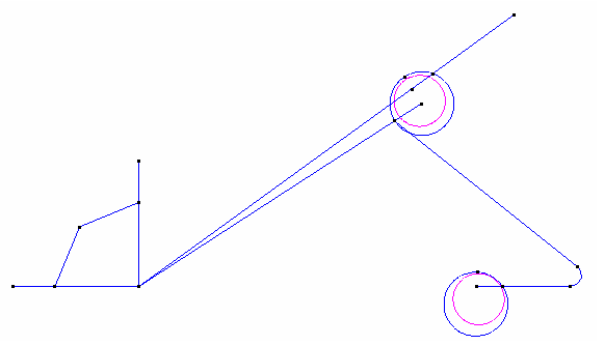

Figure 39. Contents of the file “optimizacion.gid”.
6. Select the line segment from the upper part of a tooth (Figure 39) and press **ESC**.